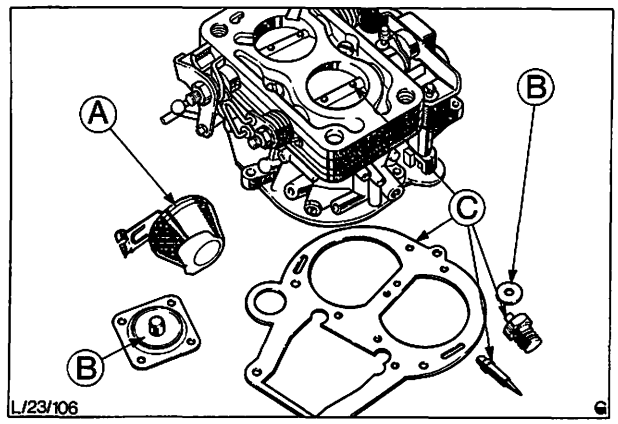

Abb. 88 Zu prüfende Teile
10. Vergasergehäuse und Einzelteile überprüfen, Abb. 88.